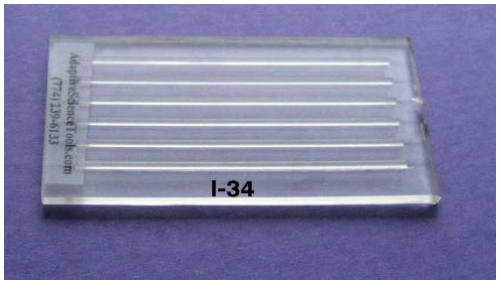

图 3
3、I-34 型。专用于显微注射。两侧皆可以完成 90 度注射。（如图 3）